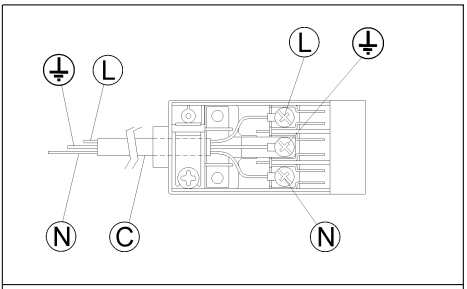

**AFB. 11**
- Monteer op de voedingskabel "C", indien niet voorzien, (zie afb. 11) een genormaliseerde stekker die geschikt is voor de belasting die vermeld staat op het etiket. Sluit de draden aan volgens het schema van afb. 11 en let op de hieronder gegeven overeenkomsten: